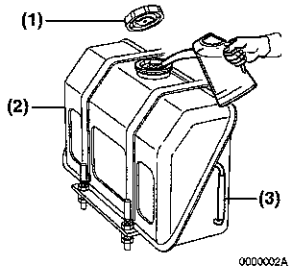

Figura 1
1. Pulire l'area attorno al tappo del carburante **(Figura 1, (1))**.
2. Rimuovere il tappo dal serbatoio del carburante **(Figura 1, (2))**.
3. Osservare l'indicatore di livello del carburante **(Figura 1, (3))** e interrompere il rifornimento quando questo indica che il serbatoio del carburante è pieno. EVITARE sempre di riempire eccessivamente il serbatoio del carburante.
4. Ripristinare il tappo del carburante **(Figura 1, (1))** e serrarlo con le mani. Se il tappo viene serrato troppo, verrà danneggiato.